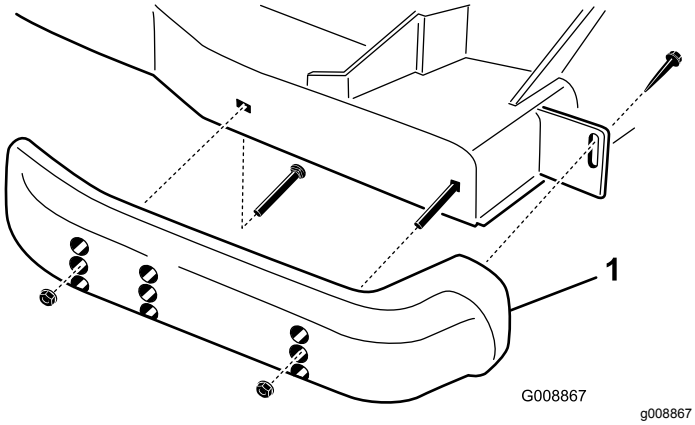

**Figur 28**
1. Løsn skruen forrest på hver glider (Figur 28).
2. Afmonter flangehovedboltene og møtrikkerne på hver glider (Figur 28).